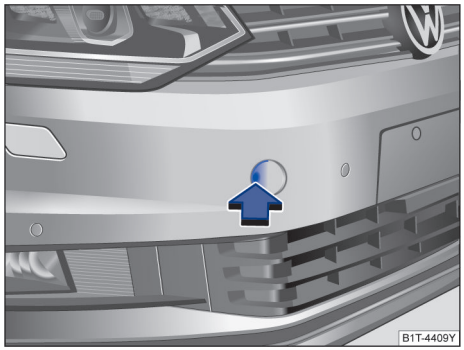

图 224 在保险杠的右前部：拆卸盖板
- 按压盖板的左侧区域→图 224（箭头），松开盖板的卡扣。